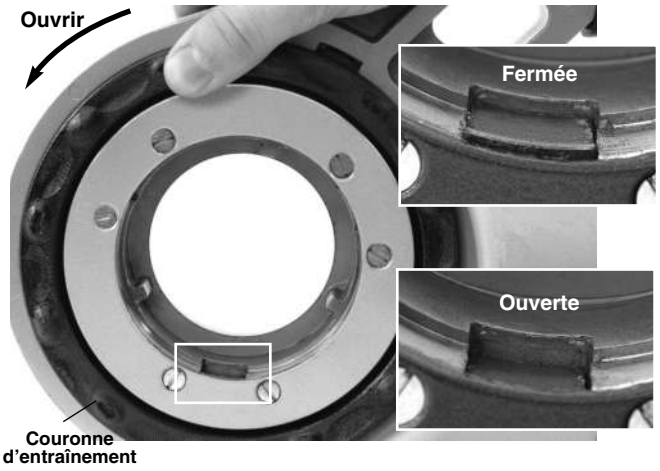

Figure 7 – Couronne d'entraînement en position ouverte et fermée
b. Ouvrez la couronne en la tournant en sens antihoraire. Engagez la tête de filière (ou, le cas échéant, l'adaptateur) à fond dans le système d'entraînement, côté entraînement en premier *(Figure 7).*